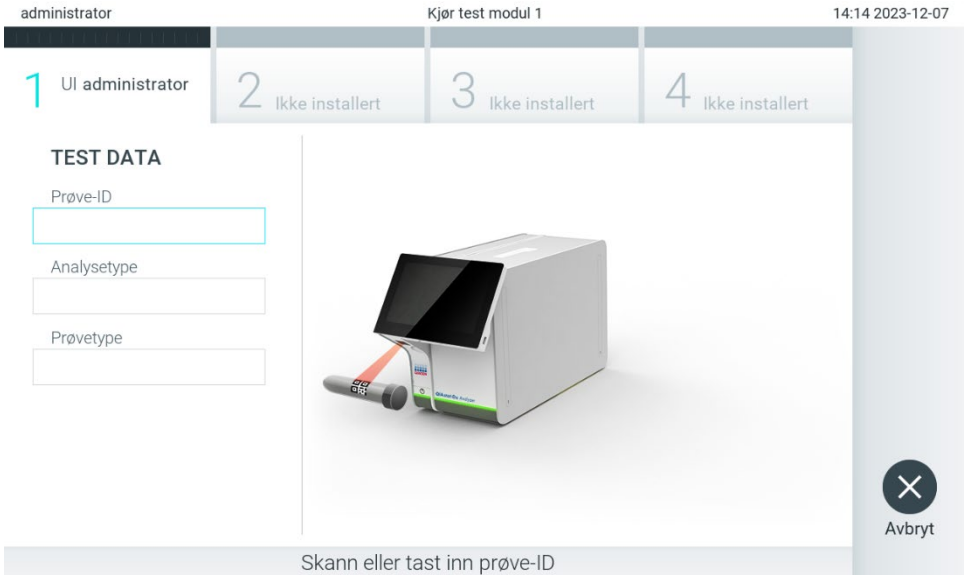

Figur 85. Skanne strekkoden med prøve-ID.
2. Les av prøve-ID ved hjelp av strekkodeleseren som er integrert i driftsmodulen (figur 85) når du får beskjed om det.